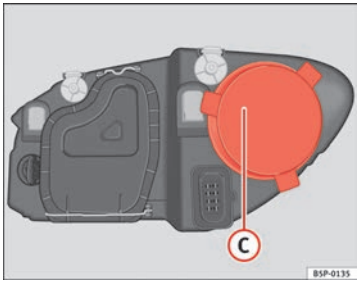

Fig. 187 Main beam headlights
– Remove the cover ⇒ fig. 187 (C) by pulling on this.